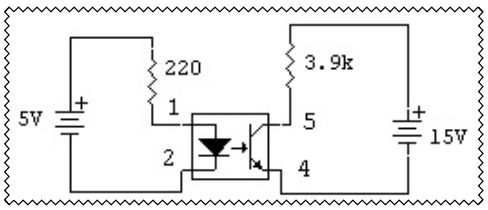

Fig. 4
6. Assemble the circuit in Fig. 4: